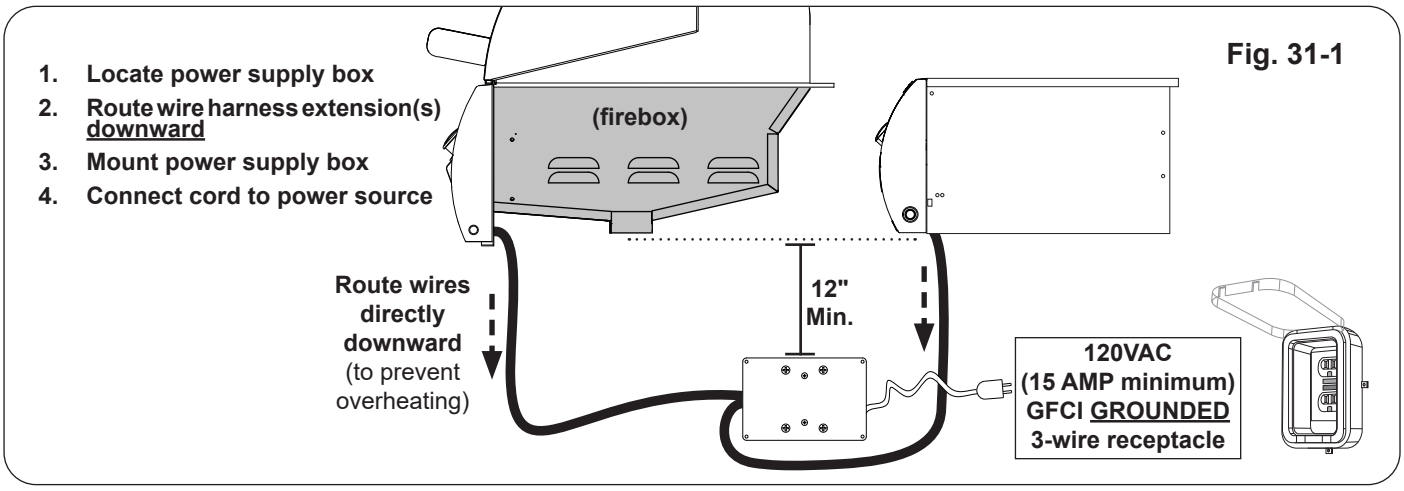

Fig. 31-1
1. The power supply box MUST be located at least 12 inches below the bottom of the grill and/or sideburner (see Fig. 31-1).
2. The wire harness extension that exits from the control panel MUST be routed directly downward. This will prevent overheating. **DO NOT** route the wire harness extension below the grill firebox and/or sideburner (see Fig. 31-1).
- located at least 12" below the bottom of the unit (see Fig. 31-1)
5. Connect the power cord to a **120VAC (15 AMP minimum) GFCI GROUNDED three-wire receptacle** (see Fig. 31-1). The GFCI receptacle must be a WEATHER-PROOF IN-USE COVERED RECEPTACLE.